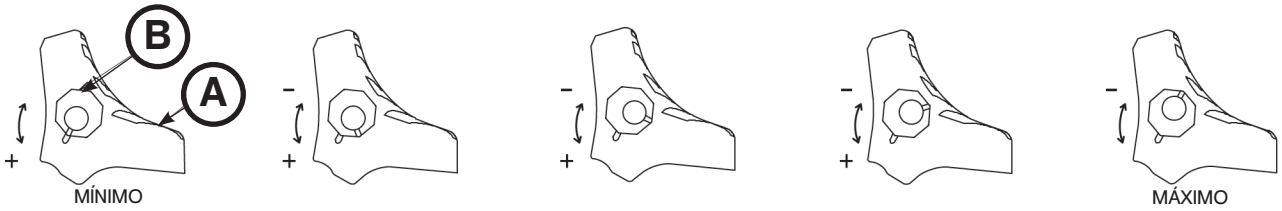

Figura 70
1. Com uma chave sextavada de 5/32" e uma chave combinada ou manga de 7/16”, retirar o parafuso sextavado do centro do pedal de bloqueio. Os travões das rodas são montados, inicialmente, com o pedal regulado para a força de travagem mínima. O marcador do pedal (A) está alinhado com o marcador do casquilho octogonal (B) (Figura 70).
2. Retirar o casquilho (B). Rodar o casquilho no sentido contrário ao dos ponteiros do relógio para aumentar a força de travagem do pedal, e no sentido dos ponteiros do relógio para diminuir a mesma. Introduzir o casquilho no pedal (Figura 70).